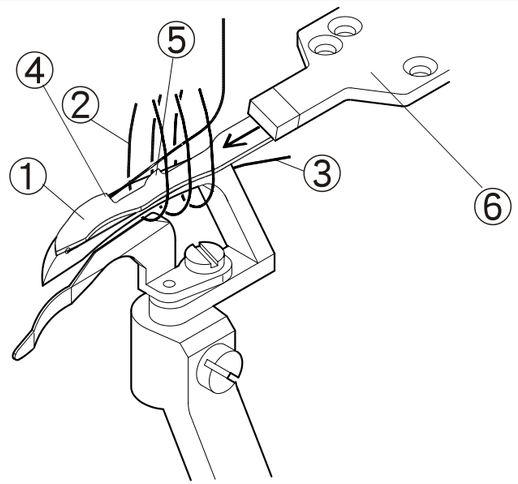

Fig. 69
1. Cuando el rebordeador inferior 1 se mueva de derecha a izquierda. Este tiene que pasar por los aros de hilo de los hilos de aguja (FIg. 69)